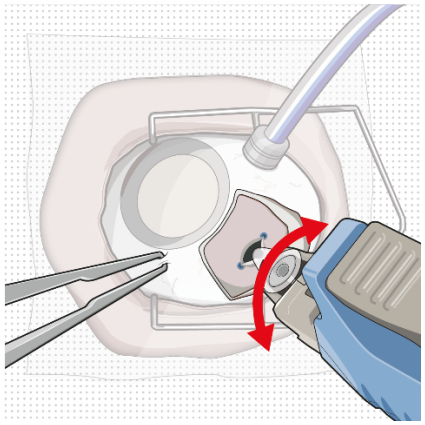

Figure 40
- A slight initial twisting motion may be helpful to ease the implant through the sclero-pars plana incision (Figure 40).